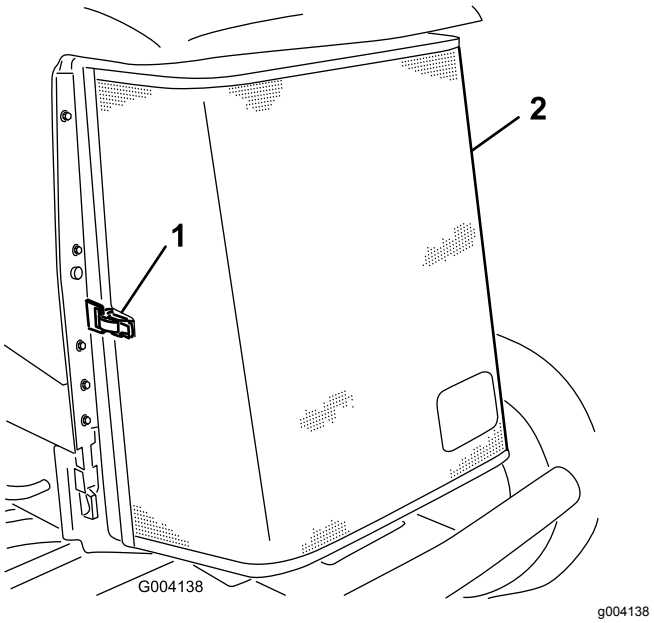

Figur 60
3. Lås opp klemmen og sving bakre skjerm åpen (Figur 60).